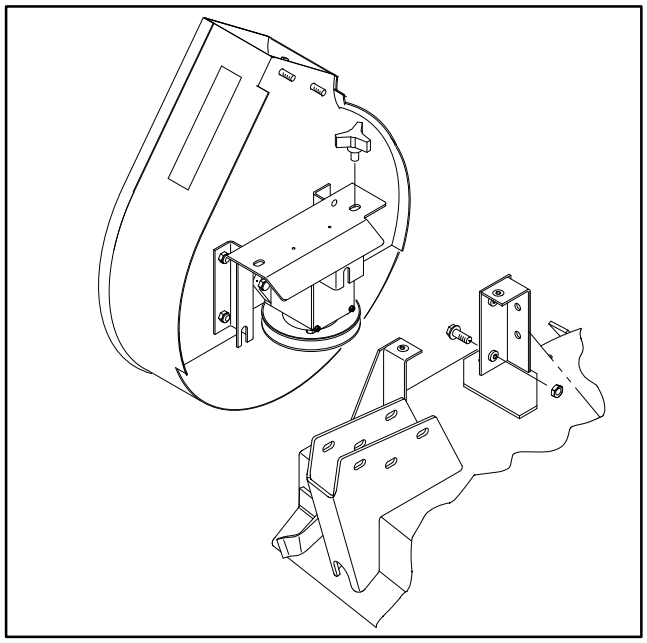

Figure 21
2. Slide blower onto mounting bracket alignment studs (Fig. 21) while routing belt around blower pulley.